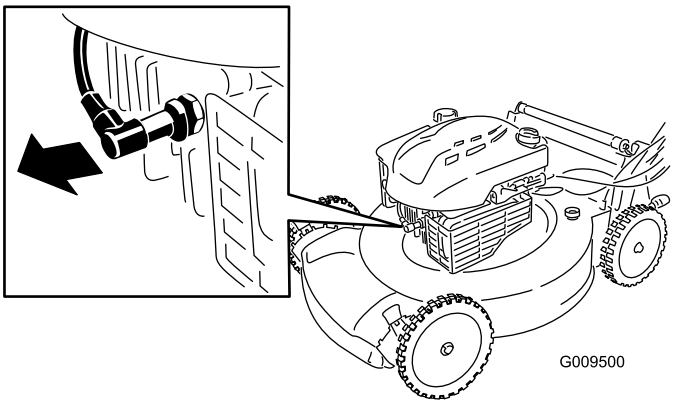

Figur 22
2. Lossa tändkabeln från tändstiftet (Figur 22) innan du utför underhåll.